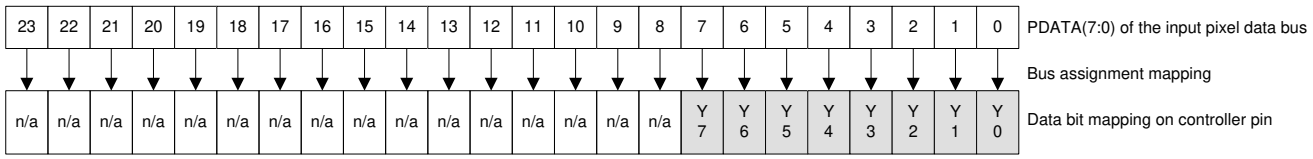

Figure 6-9. BT.656 Interface Mode Bit Mapping
(1) Calculate clock jitter (in ns) using this formula: Jitter = [1 / f_{clock} – 5.76 ns]. Clock jitter must maintain setup and hold times. BT.656 data bits must be mapped to the DLPC34xx PDATA bus as shown in Figure 6-9 shows BT.656 bus mode YCbCr 4:2:2 source PDATA (23:0) mapping.
(2) The BT.656 interface accepts 8-bits per color, 4:2:2 YCbCr data encoded per the industry standard through PDATA(7:0) on the active edge of PCLK. See Figure 6-9.